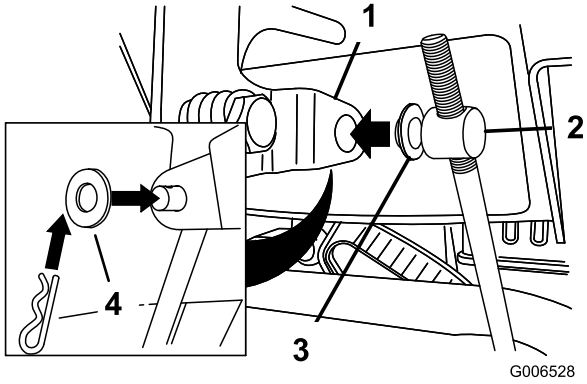

Figur 12
3. Ta bort hårnålssprinten och den yttre brickan från skruvleden på hastighetskontrollstångens övre ände (Figur 12).
Obs: Monteringen går lättare om du låter planbrickan sitta kvar på skruvleden (Figur 12).
6. Lyft upp hastighetskontrollstången och för in skruvleden i hålet i växelväljarspaken (Figur 12).
B. Koppla bort skruvleden från växelväljarspaken (Figur 12).